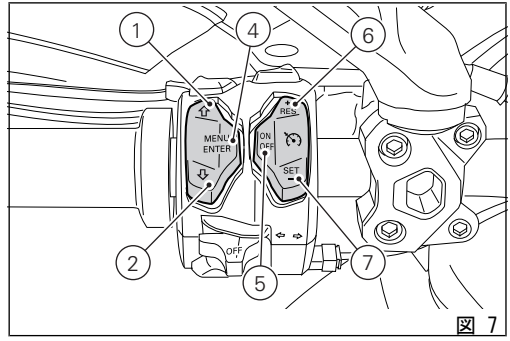

図 7
6) クルーズコントロールボタン - RES（レジューム）/ +（増速）（図 7）
7) クルーズコントロールボタン - SET（設定）/ +（減速）（図 7）